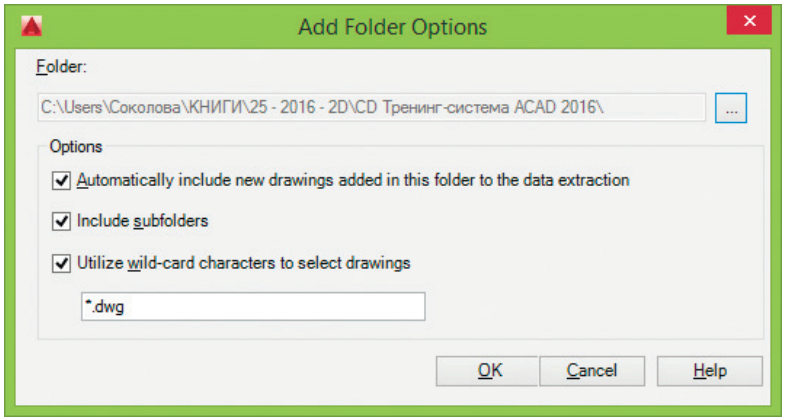

Рис. 10.26. Диалоговое окно дополнительных настроек
- Кнопка **Add Folder ...** – загружает диалоговое окно дополнительных настроек **Add Folder Options** (рис. 10.26), где настраиваются следующие параметры: